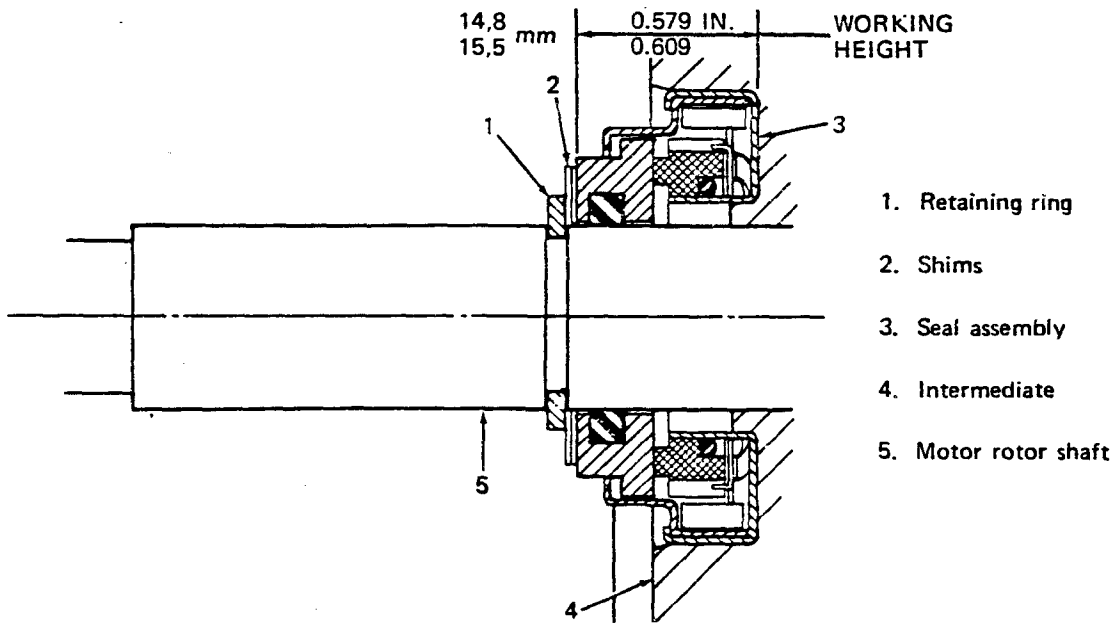

Figure 11. Cross Sectional View of Typical Inner Shaft Seal
b. Remove retaining ring (1, figure 11) and pull off shims (2). Tie together and tag the shims, or measure and record their thickness to facilitate reassembly. Use a screwdriver to pry out seal assembly (3). No further disassembly is required. Do not discard retaining ring (1) or shims (2). Discard and replace the seal assembly if possible. Reuse of the seal is not recommended.
c. Use a clean cloth to wipe the bore in the motor housing to remove all grease, dirt, and water. Inspect motor rotor shaft (5) for scoring and other damage. Surface damage to the shaft rarely occurs, but it if does, the rotor must be replaced as described below.
d. When installing a new seal, select shims (2) to obtain a seal working height of 0.579 to 0.609 inches as shown in figure 11. This is the distance from the bottom of the bore in intermediate (4) to the motor side of shims (2) when the retaining ring (1) is installed.